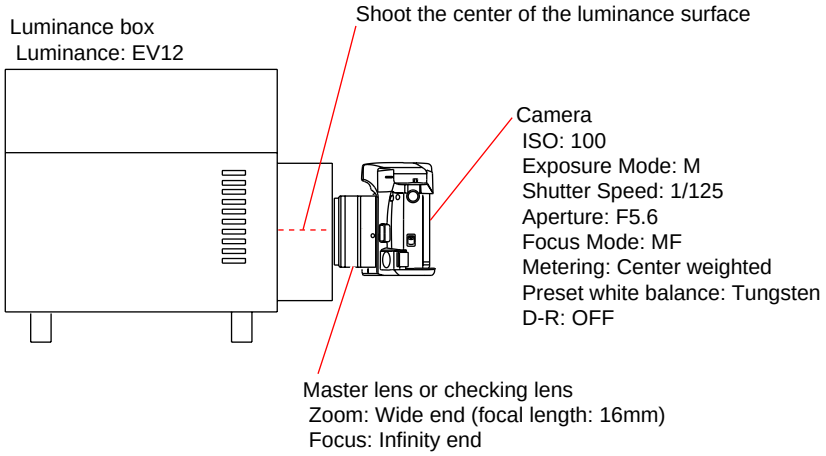

Fig.4-2-1
2) Set the equipments, camera and master lens as shown in Fig.4-2-1.